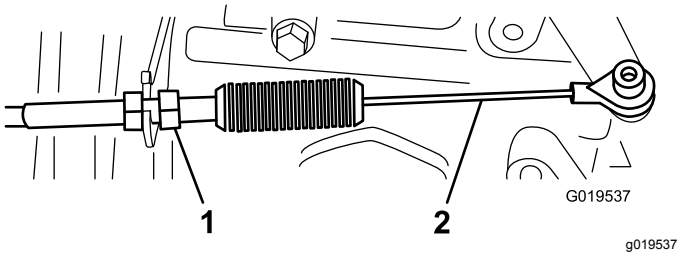
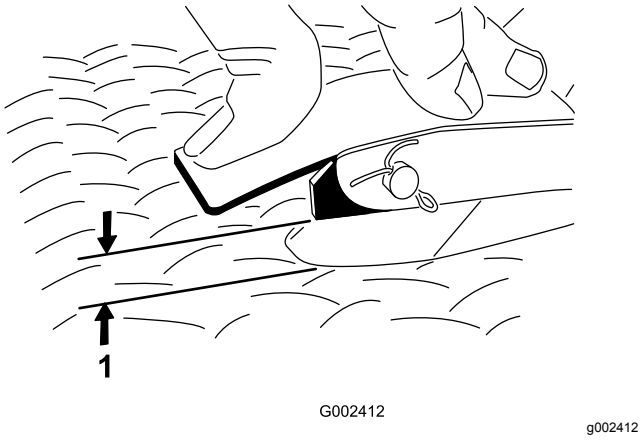

Figuur 68
Figuur 69
2. Stel de kogelverbinding op de gaskabel (Figuur 68) zo af dat er 2,54 tot 6,35 mm ruimte is tussen de arm van het gaspedaal en de bovenkant van het ruitprofiel op de vloerplaat (Figuur 69), wanneer er een druk van 11,3 kg wordt uitgeoefend op het midden van het pedaal.
3. Draai de borgmoer aan (Figuur 68).